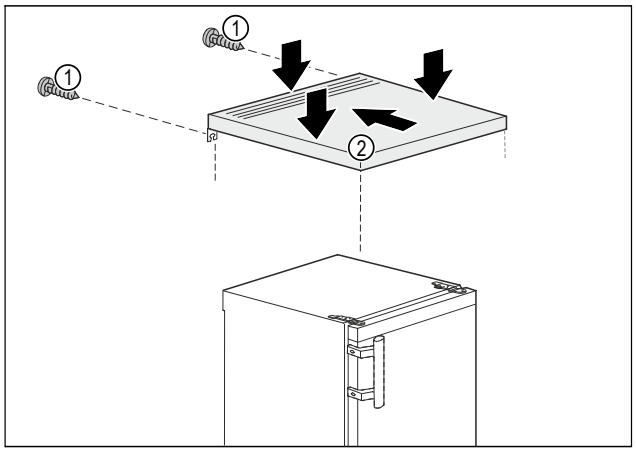

Fig. 4
- ▶ Uzlieciet galda plātni *Fig. 4 (2)* uz ierīces.
- ▶ Pabīdiet galda plātni *Fig. 4 (2)* uz aizmuguri.
- ▶ Spiediet galda plātnes *Fig. 4 (2)* aizmugurējo daļu uz leju.
- ▶ Pieskrūvējiet skrūves *Fig. 4 (1)* aizmugurē.
- ▷ Galda plātne *Fig. 4 (2)* ir uzstādīta.